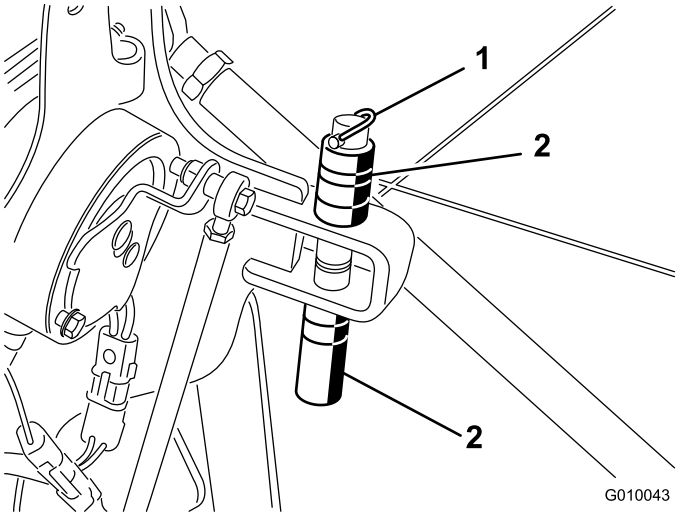

**Figuur 28**
1. Verwijder de lynchpen waarmee de afstandsstukken en dieptepennen zijn vastgezet (Figuur 28).